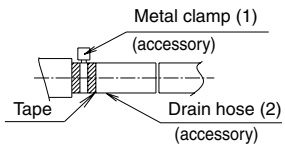

Fig. 15
- Use the drain hose (2) and the metal clamp (1). Insert the drain hose (2) fully into the drain socket and firmly tighten the metal clamp (1) with the upper part of the tape on the hose end. Tighten the metal clamp (1) until the screw head is less than 4 mm from the hose. **(Refer to Fig. 15, 16)**